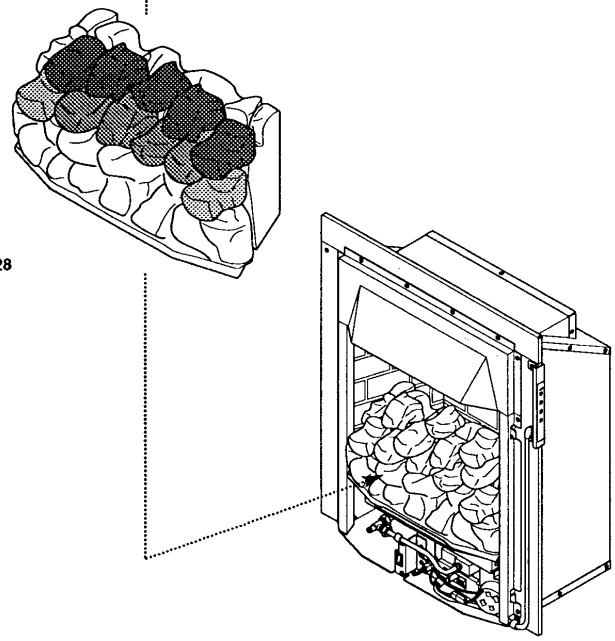

Fig. 28
3. Take the 5 remaining coals and place as shown in Fig. 28 positioned in the gaps created by the front, rear coal mouldings and loose coals